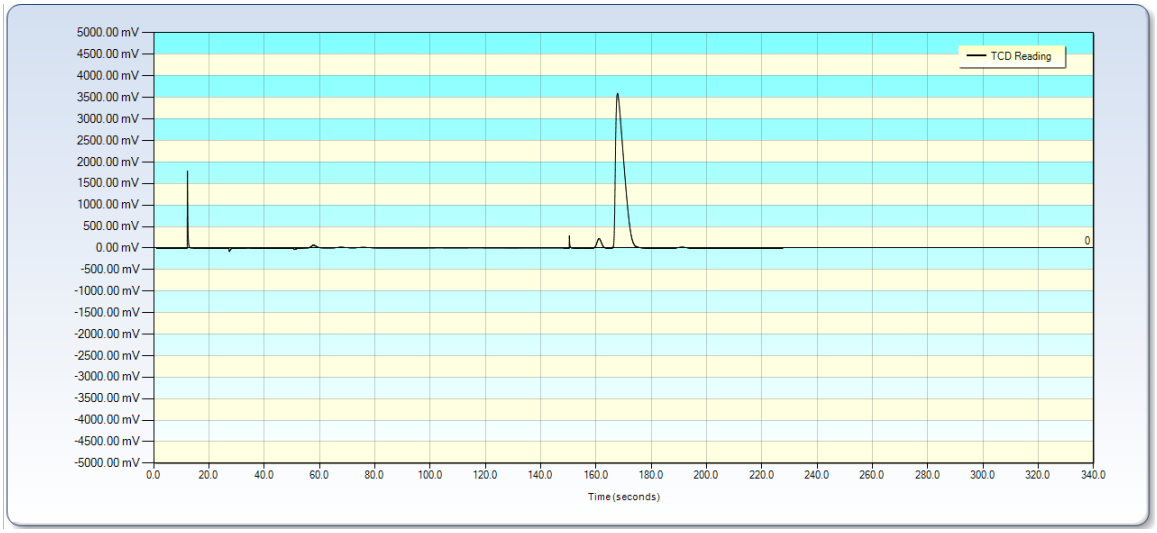

Figure 4-29: Colour after First Back Colour (also shows border)
e) *First Back Colour* – presents a colour palette (Figure 4-22) to change the colour of the background (Figure 4-29).